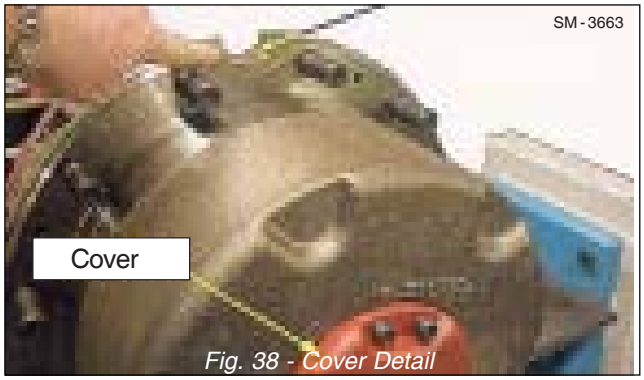

Fig. 38 - Cover Detail
41. Assemble constituent elements of the carrier (6). Ensure o-ring (14) is fitted prior to planet gears (11), washers (10), pins (13) and bearings (12).
42. Secure elements with planet carrier (15), washers (17) and bolts (18).
43. Locate cover (2) onto planet carrier (6) and secure with screw (1). Torque screw (1) to 67Nm (49 lbf ft) Refer to Fig. 38.
46. Observe that recesses on outer diameters of carrier (6) and wheel hub (26) are lined up correctly. Refer to Fig. 38.
47. Using suitable lifting device (15503032), secure planetary assemblies to the axle housing with washers (42) and bolts (55). Torque bolts (55) to 290Nm (213 lb-ft).
50. Refit road wheels, securing with wheel nuts (64). Remove stands or timber supports and lower the machine to the ground. Fully tighten wheel nuts to a torque of 600 Nm (442 lbf ft). Remove blocks from the wheels.